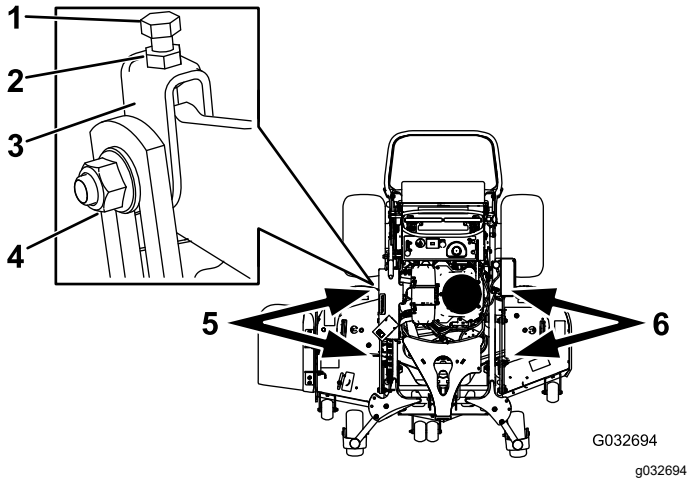

Figure 98
1. Desserrez l'écrou latéral et l'écrou de blocage dans les chapes que vous voulez régler (Figure 98).
2. Tournez le boulon supérieur de ces chapes pour régler la hauteur du tablier de coupe (Figure 98).